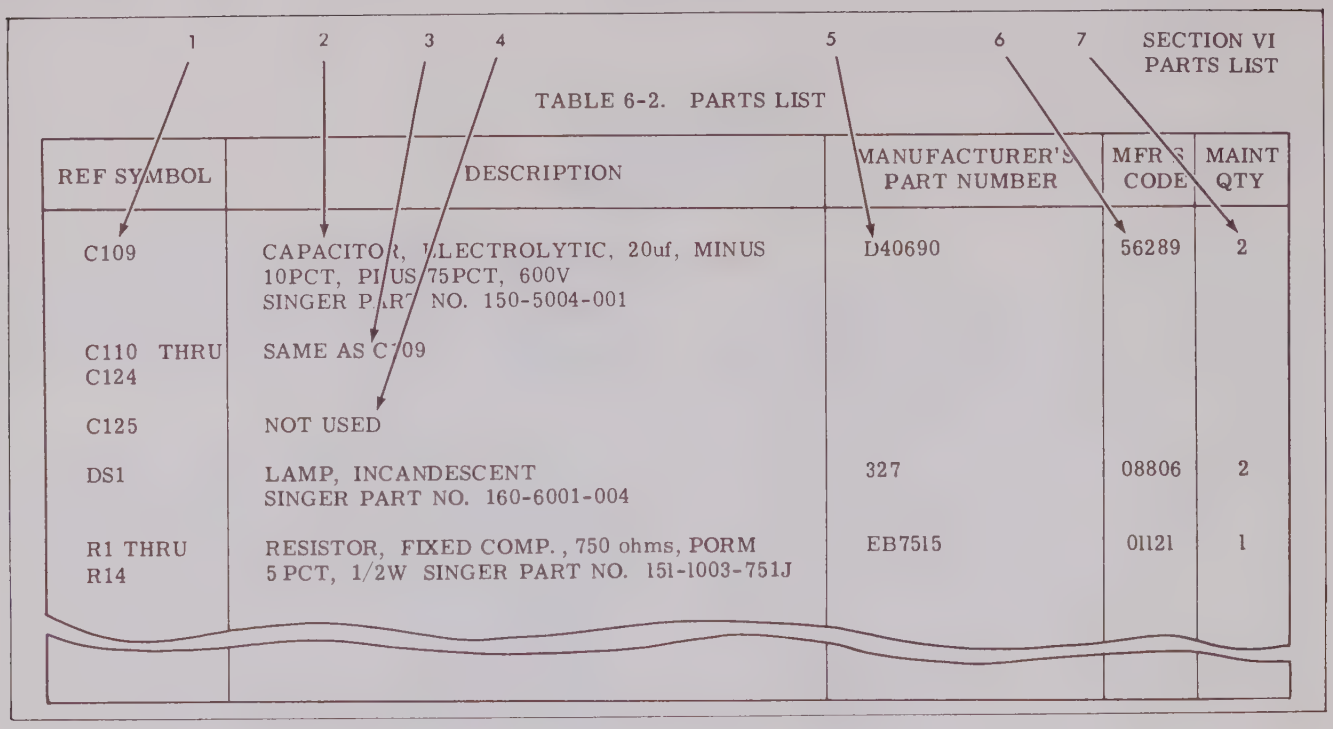

Figure 6-1. Parts List Sample
6-6. Paragraphs 6-7 through 6-11 describe the use and meaning of the five columns included in the parts list (see figure 6-1).
6-7. REF SYMBOL COLUMN. The Ref Symbol Column (1, figure 6-1) contains an alpha-numerical listing of parts as they appear on equipment chassis, illustration, or schematic. The reference designation identifies the parts as to their component function in the instrument.
6-8. DESCRIPTION COLUMN. The Description Column (2, figure 6-1) contains the identification of component parts including all pertinent specifications and Singer part number. When the description column is used for a part which is identical to a part which has already been described; SAME AS (3) is used along with the reference symbol of the previously used part. In these instances, columns 3, 4, 5 are left blank. When the description column is used for a reference symbol for which no part exists; NOT USED (4) is placed in the column. In these instances, columns 3, 4, 5, are left blank.
6-9. MANUFACTURER'S PART NUMBER COLUMN. The Manufacturer's Part Number column (5, figure 6-1) contains the part number as designated by the manufacturer of the part.
6-10. MFR'S CODE COLUMN. The Mfr's Code column (6, figure 6-1) references the manufacturer by an assigned code number as listed in Federal Supply Code Handbook H4-2. For manufacturers not listed in H4-2, a letter code will be assigned. Table 6-1 includes the manufacturer and his code designation.
6-11. MAINT QTY COLUMN. The Maint Qty column (7, figure 6-1) contains the number of additional components recommended to keep the equipment at an optimum performance level. The recommended number of components in the Maint Qty column is based on 2000 hours of equipment operation.